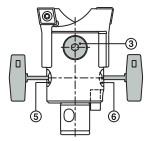

Fig. 5
Adjust the insert holders to the required diameter, using screw (5) and/or (6) (Fig. 5).